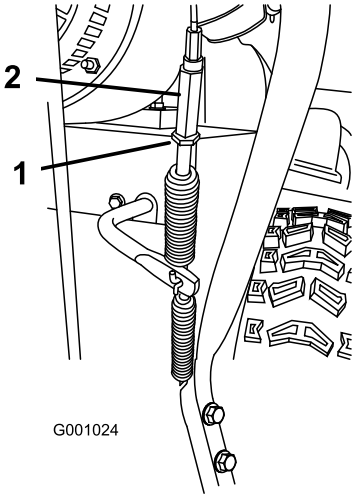

Figura 46
5. Allentate il controdado (Figura 46).
6. Allentate o serrate il tornichetto che regola la tensione del cavo (Figura 46).